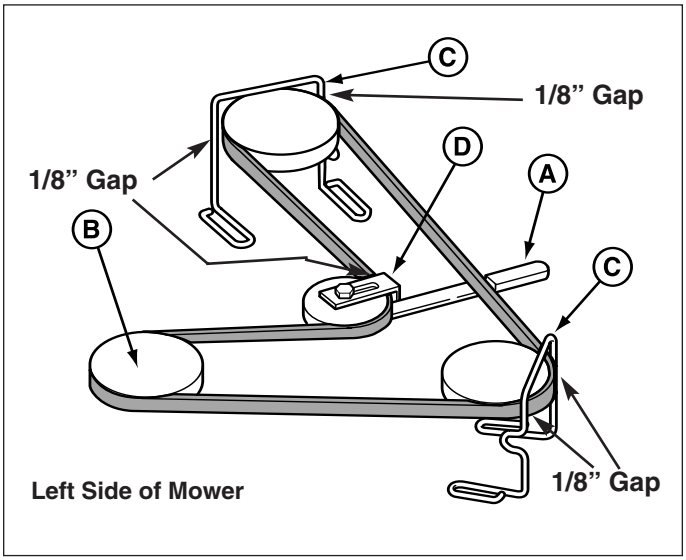

Figure 49. Mower Belt Routing - 38" Mower Deck
3. Push the idler arm (A, Figure 49) away from you to relieve belt tension. Drop the belt from the PTO (electric clutch) pulley.